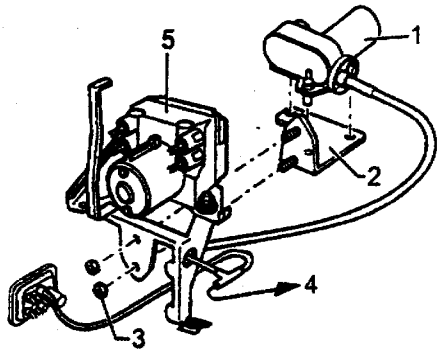

图 6－75
①如图 6－75 所示拧松紧固螺母 3（5Nm），并且向左经过轮壳取出装置。